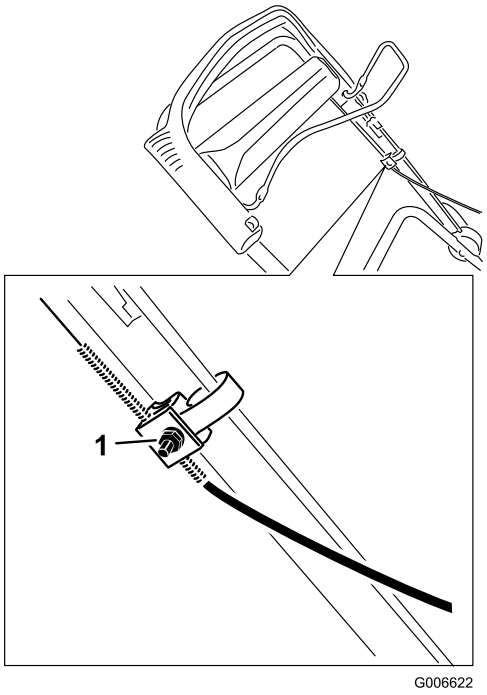

Figura 28
3. Allentate il dado sul serrafilo per cavi (Figura 28).